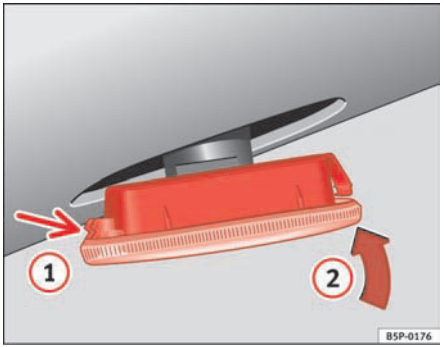

Fig. 166 Side turn indicator
– First place the indicator in the opening in the bodywork, fixing the tabs ⇒ fig. 166, arrow (1).
– Insert the lamp as shown by the arrow (2) ⇒ fig. 166. ■